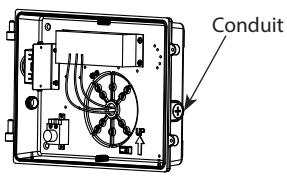
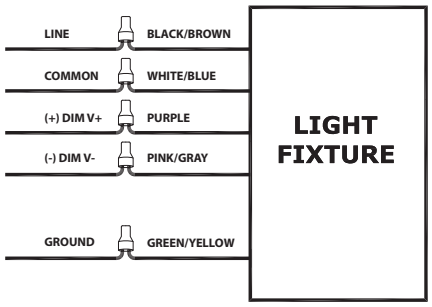

Fig: 4
Fig: 8
4. Feed supply wires through **Housing Back Plate** center **Plug** as shown in **Fig. 4**.
6. Wire the **Housing** leads to supply wires using UL listed wire connectors according to NEC and local codes (***Fig. 8***). Push all wires into the **Housing.**
8. For side **Conduit** entry, remove **Conduit** cap using a screwdriver (***Fig. 4***). Feed supply wires through conduit opening with a suitable connector. Wire the **Housing** leads to supply wires using UL listed wire connectors according to NEC and local codes (***Fig. 8***). Push all wires into the **Housing**. Follow mounting instructions.
Universal voltage driver permits operation at 120V thru 277V, 50 or 60 Hz. For 0-10V Dimming, follow the wiring directions as shown in **Fig. 8**.